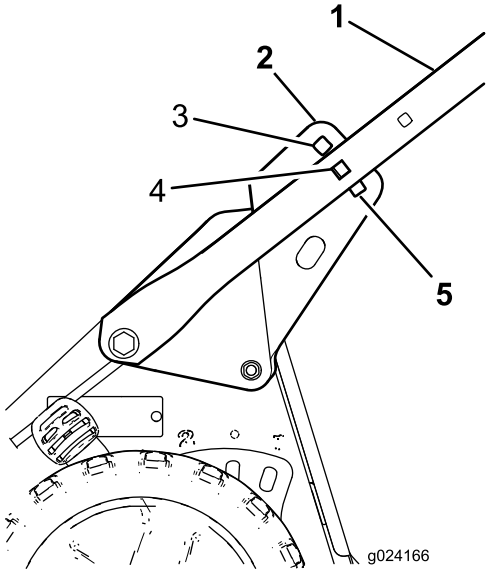

Rysunek 4
4. Stań z tyłu urządzenia w pozycji roboczej, aby określić najwygodniejszą wysokość uchwytu (Rysunek 4).